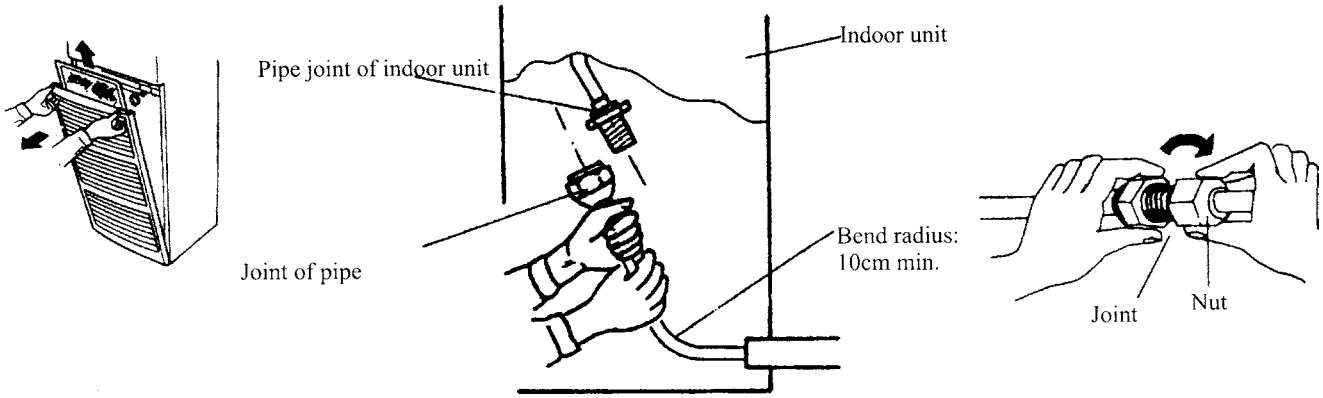

Fig. 102
(1) Remove Air intake grille and lower front panel.
(2) Thread the connecting pipe through the passing hole of indoor unit, and fit it with the indoor unit pipe joint.
(3) Readjust shape of the pipe to make it easy for the joint, match center of both pipe joints and screw with hand for 3~5 circles (see Fig.102).